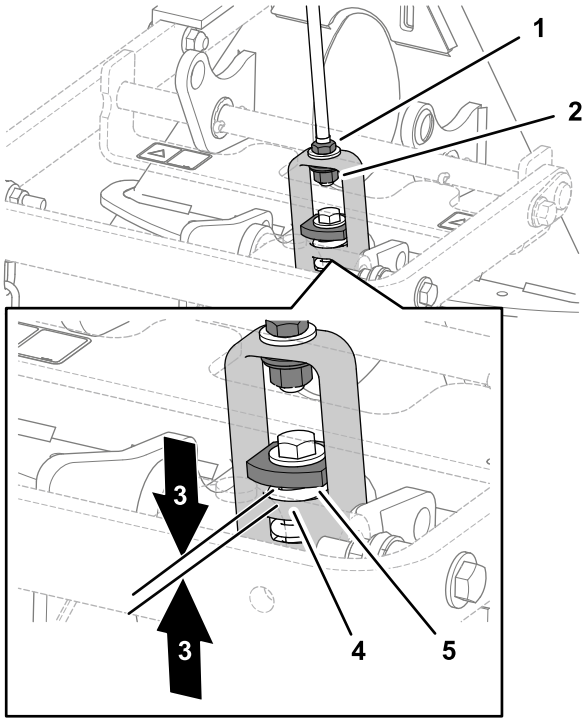

Figur 11
9. Montera och fäst räfsan på traktorenheten och mät sedan avståndet mellan den översta brickan och distansbrickan i länkanordningen på redskapshållaren enligt Figur 11.